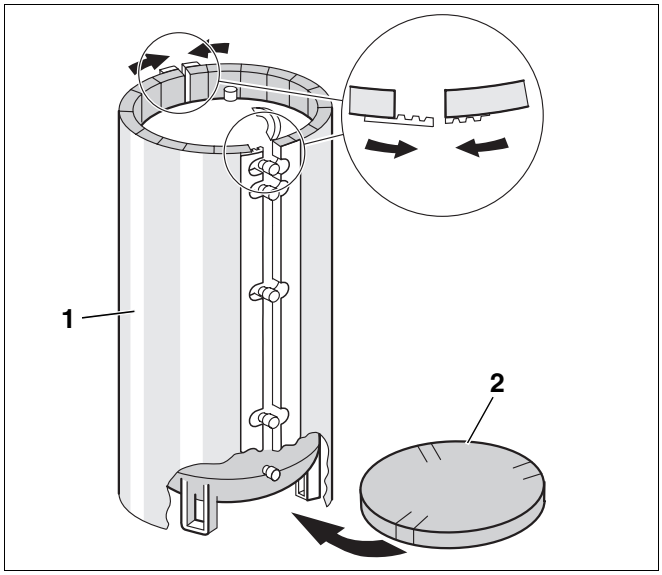

Abb. 8 Montage Wärmeschutz Baureihe ... - 120
- Geschlitzte Wärmeschutzscheibe (Abb. 8, **Pos. 2**) mit den Einschnitten im Bereich der Speicherfüße auf den Boden legen.
- Die Wärmeschutzmatten entsprechend den Speicheranschlüssen und den Ausschnitten der Wärmeschutzmatten (Abb. 8, **Pos. 1**) deckungsgleich am Speicherkörper anlegen.
- Zuerst den Wärmeschutz auf der Rückseite des Speichers (Anschlussseite) entsprechend Abb. 8 verschließen.
- Für ein vollständiges Ineinandergreifen der beiden verzahnten Schienen sorgen (Lupe Abb. 8).